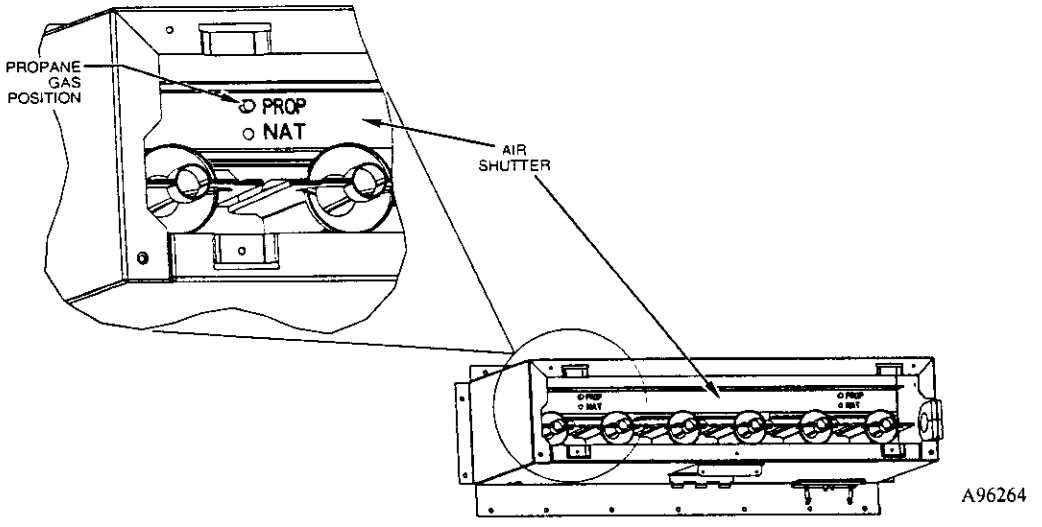

Fig. 18 – Air Shutter in Propane Gas Usage (PROP) Position (355MAV060120 and 58MVP120-20 Units Only)
2. Reposition air shutter to propane gas usage (PROP) position. (See Fig. 18) Screws will now be located in the shutter next to the PROP stamp.